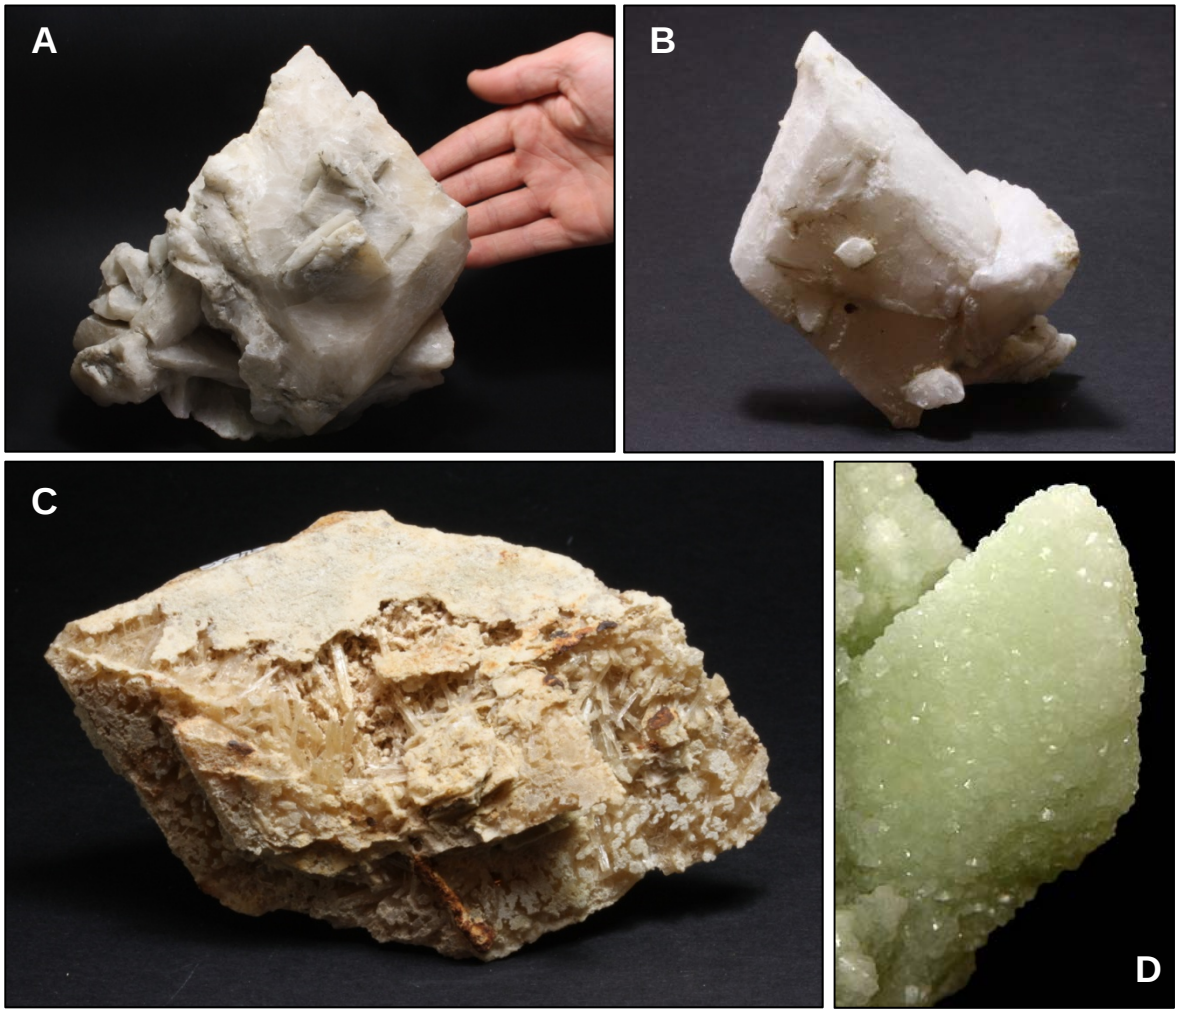

Figuur 3. Voorbeelden van pseudomorfen na glauberiet.
In zijn zuivere vorm is glauberiet kleurloos, maar afhankelijk van de onzuiverheden kan het ook geel, lichtblauw of grijs zijn. De hardheid is 2.5 tot 3 op de schaal van Mohs, de densiteit 2.7 à 2.8 g/cm³. Niet verweerde kristalvlakken vertonen een glasglans; de breuk is conchoïdaal en het heeft een perfecte splijting volgens (001). Het heeft een licht zoute smaak en is oplosbaar in water. Net als andere in water oplosbare mineralen, kom je het in de vrije natuur zelden tegen als mooie, heldere kristallen. Vaak werd het, als eerste stadium van een pseudomorfose, vervangen door gips, calciet, aragoniet, enz. (Figuur 3). Minder gebruikelijk zijn pseudomorfosen door opaal zoals die van White Cliffs, New South Wales, Australia, of door prehniet zoals die van Paterson, New Jersey, USA.